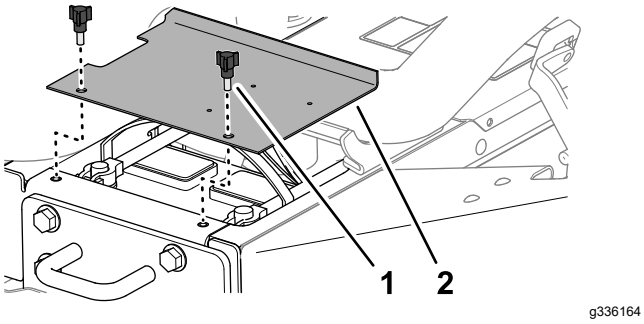

Figuur 57
1. Maak de vergrendelingen aan de linker- en rechterkant van de motorkap los (Figuur 57).